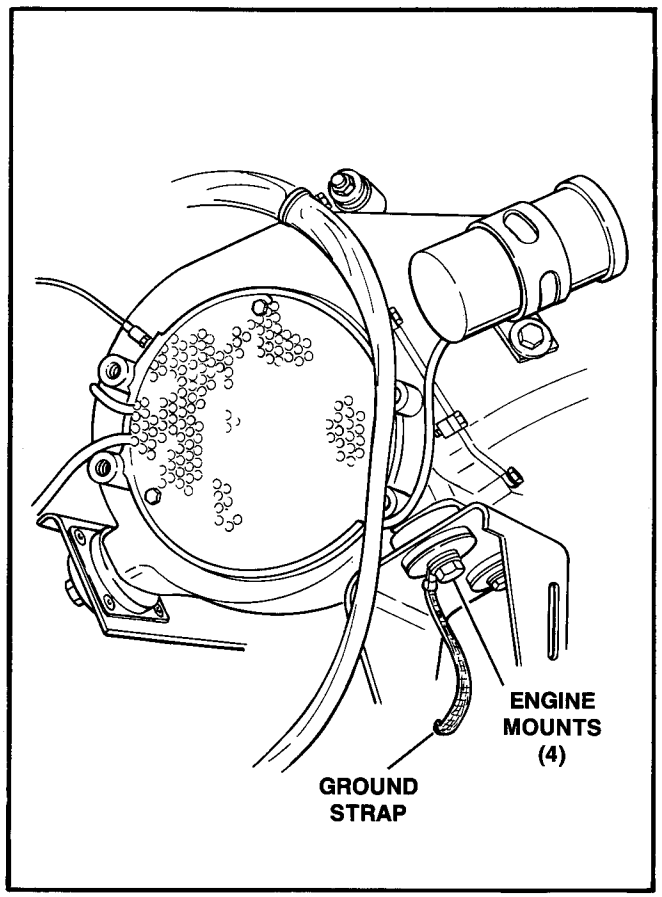

Figure 45 - Motor Mounts
f. See Figure 45. Disconnect the stabilizer from the engine. Remove the engine mounting hardware. Remove the engine from the frame.
Inspection and Repair of Motor Mounts (Figure 45)
a. See Figure 45. Place the engine in the frame. Secure the engine to the mounts using the original hardware. Secure engine ground strap to left front motor mount bolt. Tighten the bolts and nuts to 30-35 ft.-lbs. (4.1-4.8 kgm) torque.